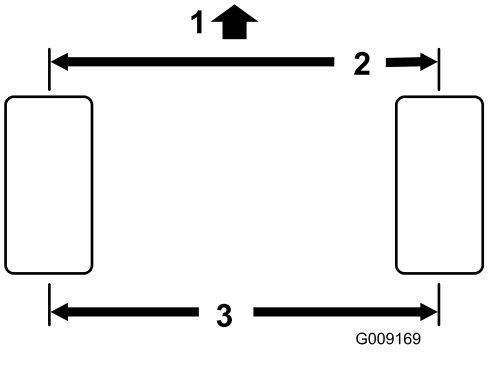

Figur 57
2. Mål afstanden fra midte til midte (i akselhøjden) på de styrende dæk, foran og bag akslen (Figur 57).